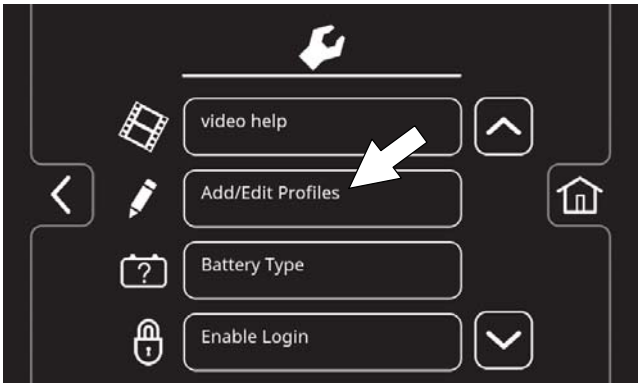

FIG. 177
1. Press the Add/Edit Profiles button to enter a new user profile (Figure 177).